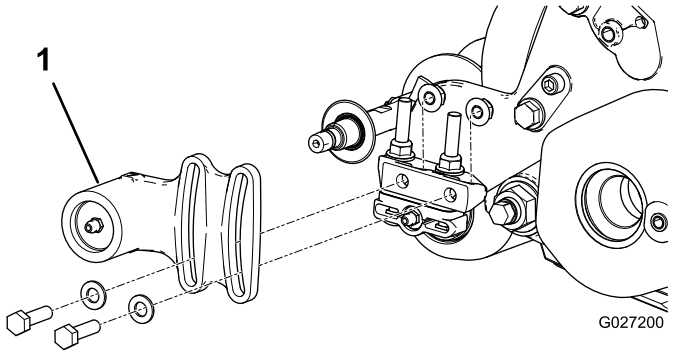
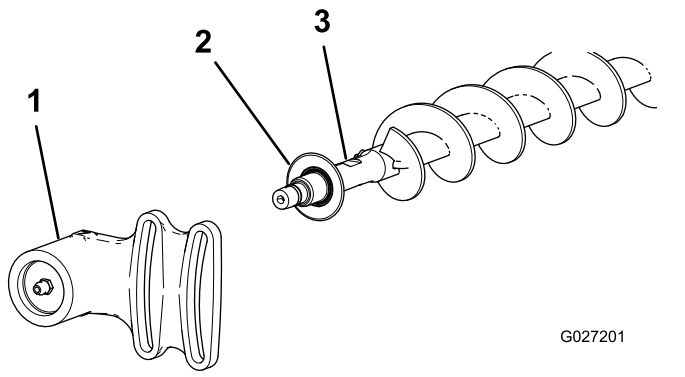

图 21
图 22
1. 如果滚刀组上安装有一个滚筒刷应拆下将非传动轴承座固定到轴承座安装支架图 21和图 22上的 2 个螺栓、垫圈和螺母。
2. 滑动非传动轴承座和防尘圈从刷轴上取下来 图 22。
9. 把防尘圈和非传动轴承座安装到刷轴上 图 22。